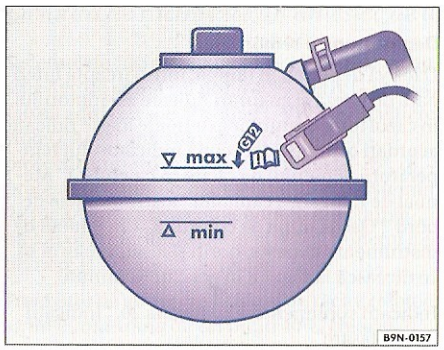

Fig. 14 În compartimentul motorului: Vasul de expansiune al lichidului de răcire.
– Verificați nivelul lichidului de răcire când motorul este rece în funcție de marcajele de pe vasul de expansiune ⇒ fig. 14.
– Atenție, nivelul lichidului de răcire trebuie să se încadreze în marcaj ⇒ fig. 14, cel puțin deasupra marcajului "min". **Nu adăugați lichid peste marcajul** "max".
Completați numai până la marcajul "max" ⇒ fig. 14. Surplusul de lichid de răcire va fi eliminat din sistemul de răcire la încălzirea acestuia.